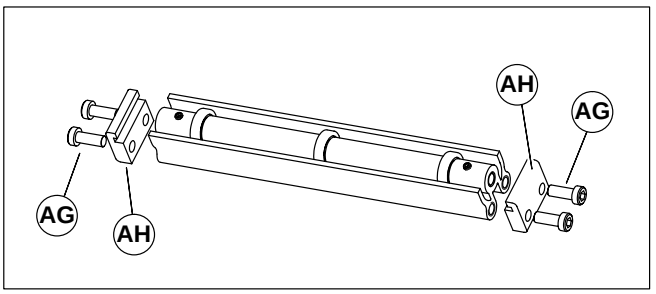

Abbildung 13
1. Die Lage der Stützrollen feststellen. Vergrößerte Ansichten siehe Abbildung 13.
2. Schrauben (AG siehe Abbildung13) und Clips (AH) von der Stützrollenbaugruppe entfernen.